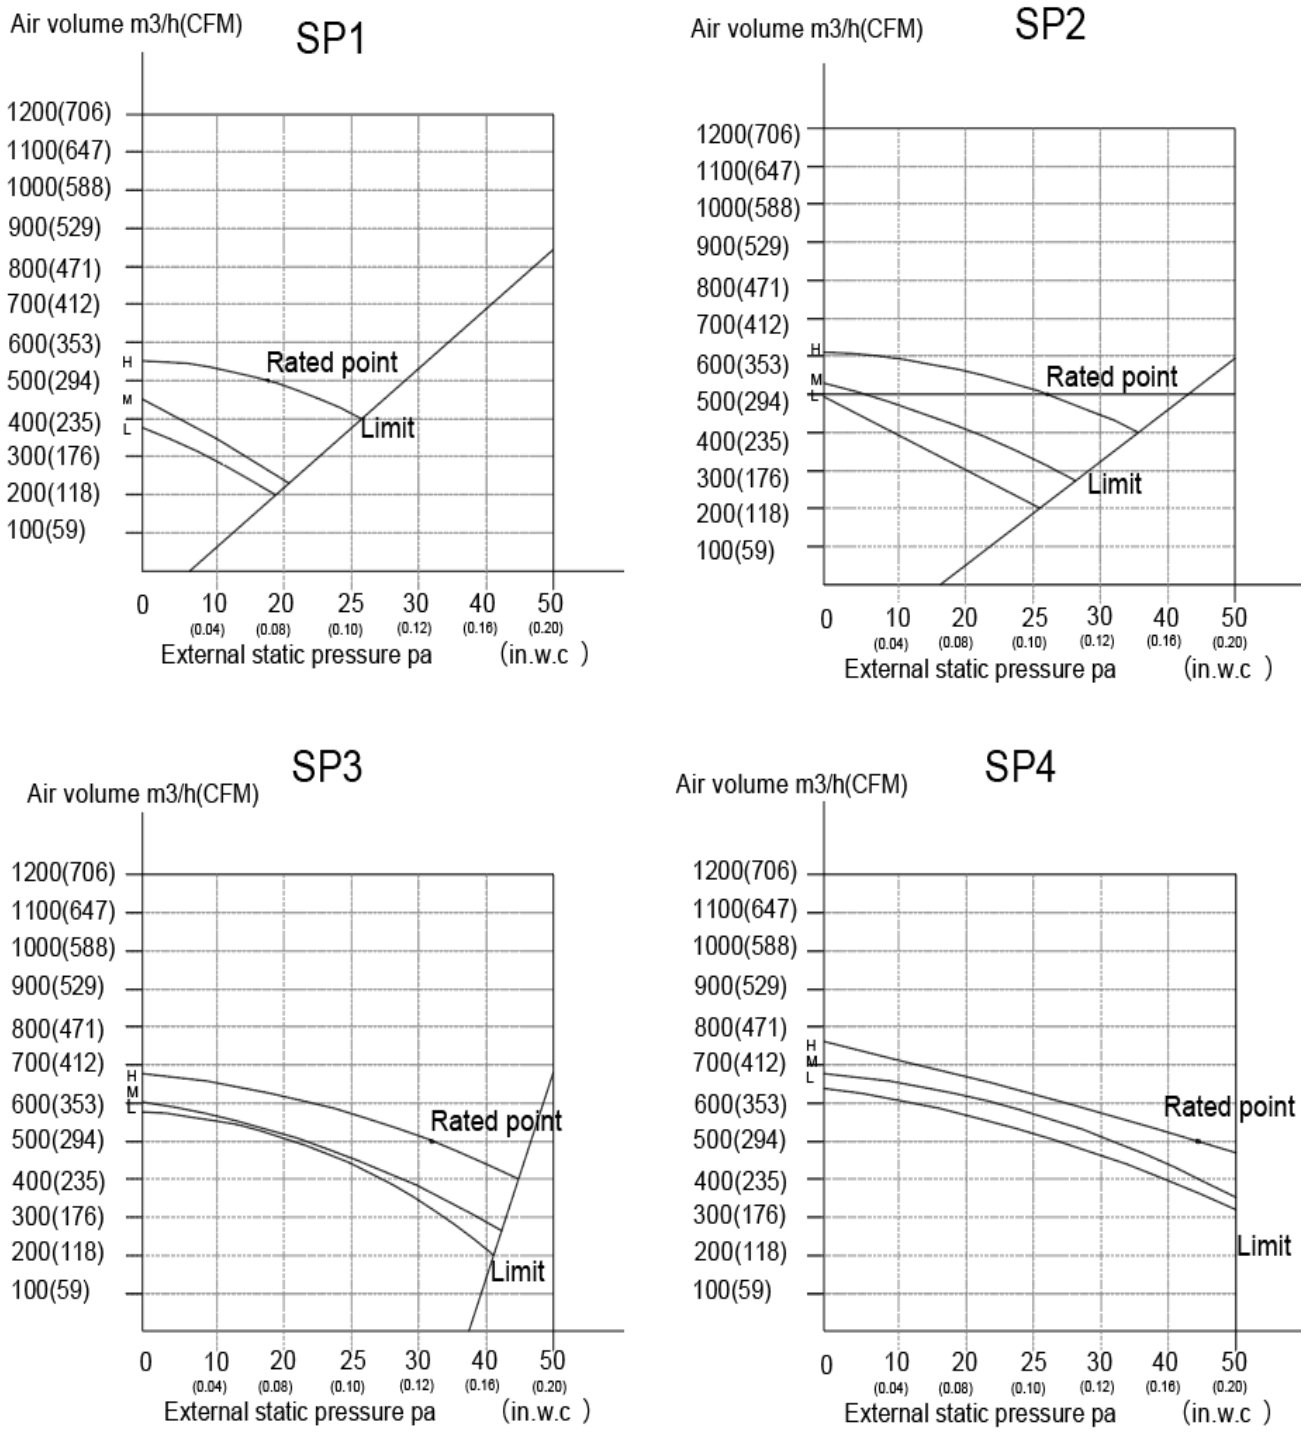

Fig. 13 — Fan Performance - DLFSDAH09XAK
1. If setting the external static pressure manually, select SP and press **CONFIRM**. Select the SP number (SP1, SP2, SP3, SP4 - see "FAN PERFORMANCES AT VARYING STATIC PRESSURES" on page 14 and curves (Figs. 13 through 19)). Power down the unit to lock in the selection.